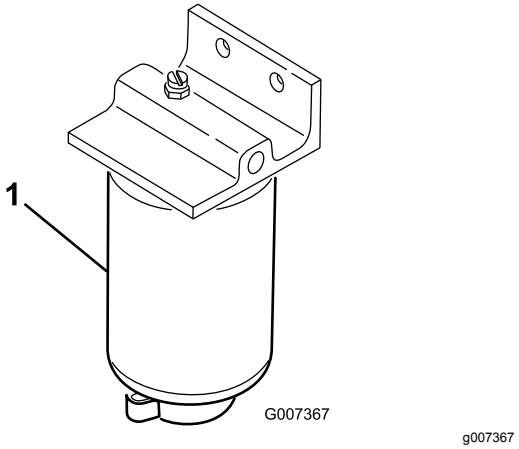

Figur 51
Töm ut vatten eller andra föroreningar från vattenseparatorn (Figur 51) dagligen. Byt ut filterskålen var 400:e körtimme.
2. Lossa avtappningspluggen i botten på filterskålen (Figur 51).